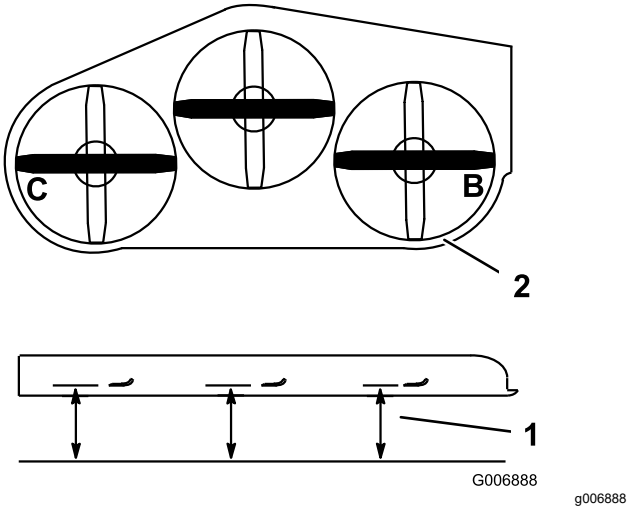

Figure 97
4. Aux points**B** et **C**, mesurez l'écart entre une surface plane et le tranchant de la pointe des lames (Figure 97).